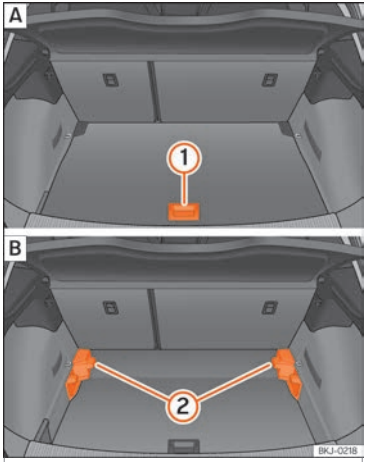

Fig. 118 Variable luggage compartment floor: A raised position; B lowered position.
- To move from the low position to the high position, lift the floor using the handle ››› Fig. 118 ①, and pull it back until the front of the floor has fully passed the supports ②.
- Move the floor forward over the supports as far as the rear seat backrest and then lower the floor with the handle ①.
- To move from the high position to the low position, lift the floor using the handle ››› Fig. 118 ①, and pull it back until the front of the floor has fully passed the supports ②.
- Now let the front part fall to the floor and slide the floor forwards as far as the rear seat backrest; lower the floor at the same time with the handle ①.
- Lift the variable floor in the high position using handle ››› Fig. 118 ①, pull it up and push it towards the backrest of the rear seats until it folds along the hinge line and the movable part of the floor is resting on itself.